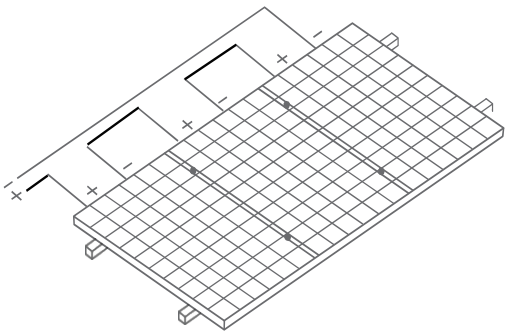

Figure 20 Branchement en série
- Il n'est pas permis d'utiliser différents modèles de modules dans le même système PV solaire. Lorsque les modules sont branchés en série, la tension de chaque chaîne ne sera pas plus élevée que la tension maximale du système (comme illustré sur la Figure 20). Veuillez vous référer aux spécification nationales, régionales ou aux spécifications locales pour plus de détails.